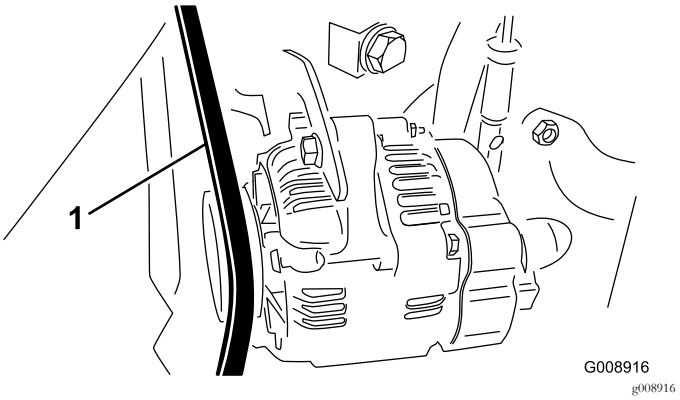

Figur 71
2. Kontrollera spänningen genom att trycka ned generator-/fläktremmen mittemellan generatorn och vevaxelskivorna med en kraft på 30 N·m (Figur 71).